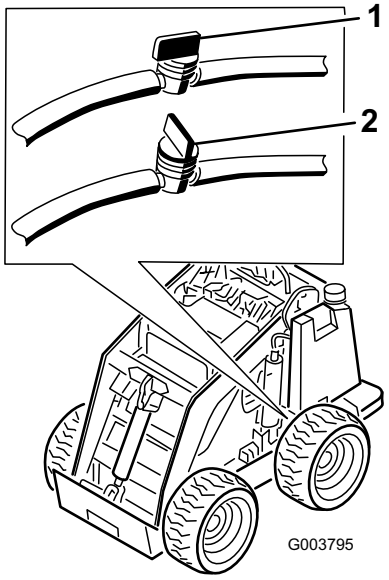

Figure 32
3. Shut off the fuel valve in the hose near the bottom of the fuel tank as illustrated in Figure 32.